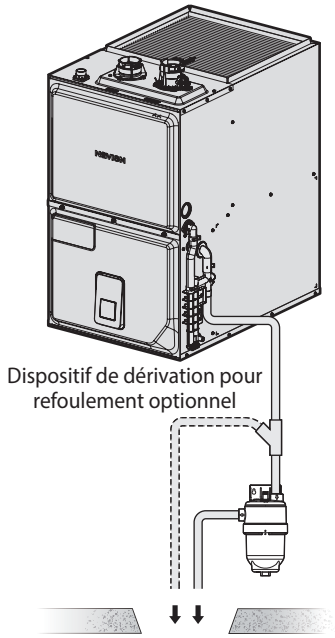

Figure 2. Installation à la verticale
- Si l'agent neutralisant est installé verticalement, assurez-vous que la sortie est plus haute que l'entrée (figure 2).